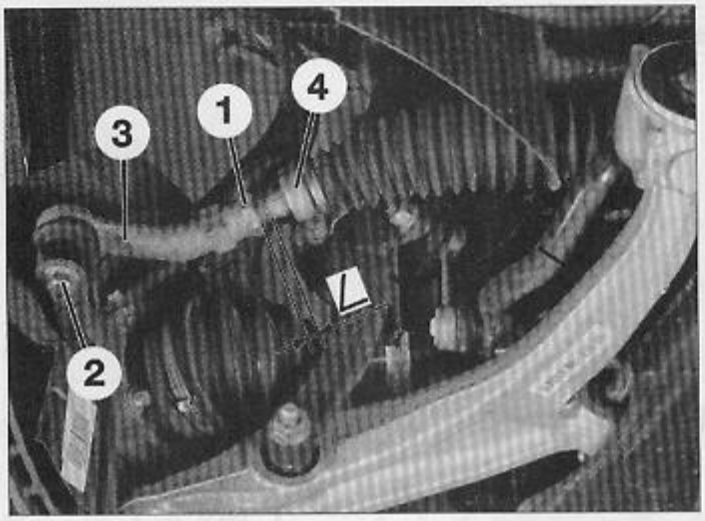

FIG. 5
• Mesurer la longueur (L) du filetage **(Fig.5)**.
• Desserrer le contre-écrou (1).
- l'écrou (2) de la rotule.
- la rotule (3) du pivot à l'aide d'un extracteur.
• Dévisser la rotule de direction de la biellette (4) de crémaillère.